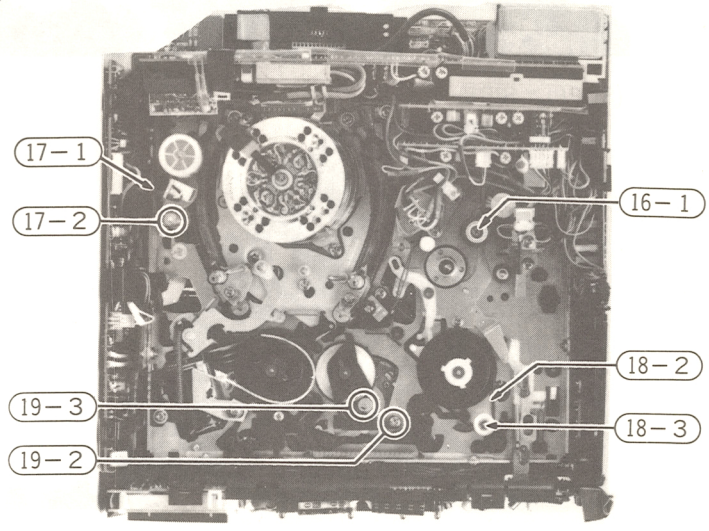

Fig. 30 Rollers
**16. Pressure roller (Fig. 30)**
**17. Impedance roller (Fig. 30)**
**18. Load pulley (Fig. 30)**
**19. Reel drive idler (Fig. 30)**